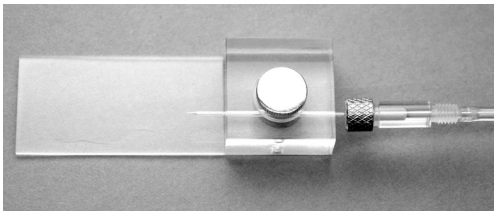

Fig. 14— Stage-mounted acrylic pipette holder
7. Mount the pipette on the stage-mounted acrylic pipette holder and lock it in place with the locking screw (Fig. 14).